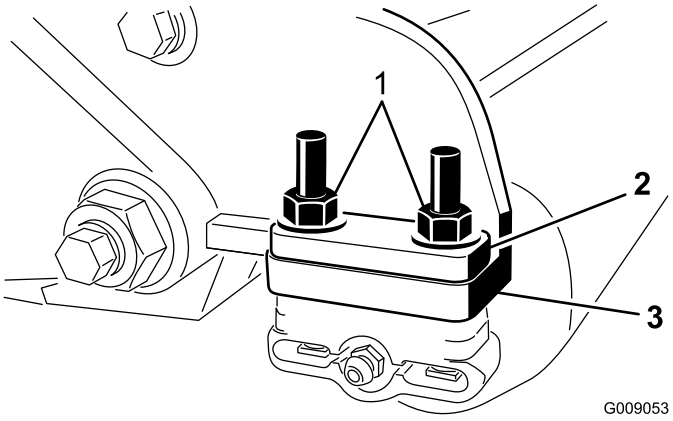

Figur 7
6. Fjern de to flensmutrene som fester hver valsebrakett til sideplatene (Figur 7). Ikke fjern skruene. **Fjern også alle 6 mm avstandsstykker som sitter på oversiden av monteringsflensen på sideplaten.**